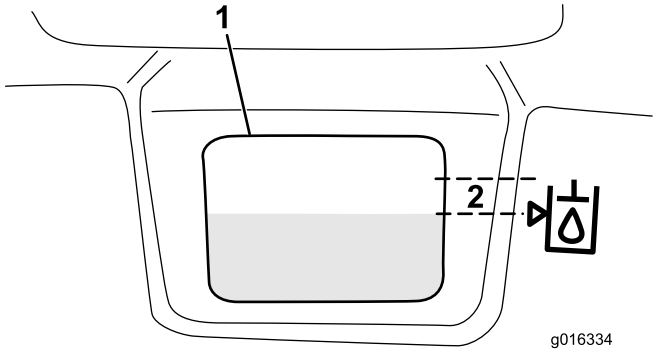

**Figur 30**
3. Fyll långsamt tanken med lämplig hydraulvätska tills nivån är vid eller inom 6 mm från pilen i symbolen bredvid det vita fönstret på tankens framsida (Figur 30). Fyll inte på för mycket.